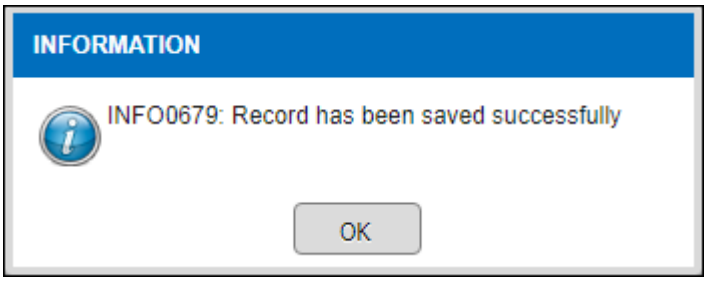

Figure 3.11-4 Alert Message
- *If click on the* Yes *button, record will be save and alert message will be pop up as shown in Figure 3.11-4.*
- *Click on the* OK *button to updated data as shown in Figure 3.11-4.*